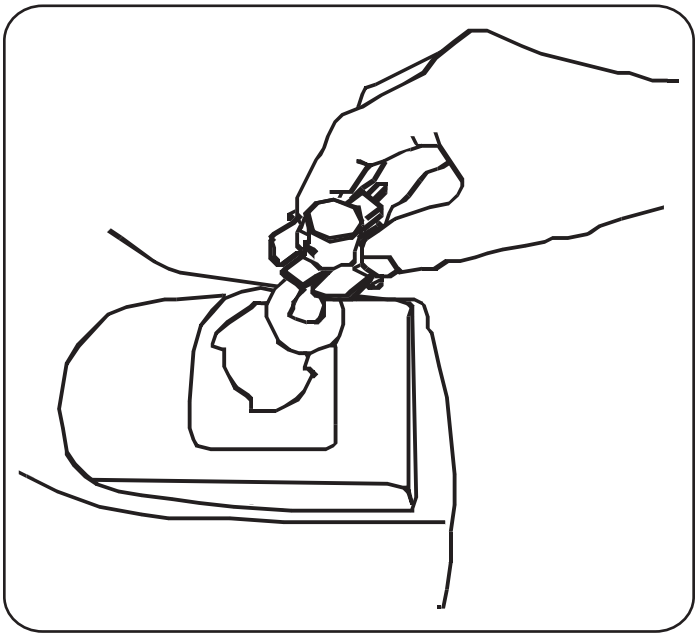

Figura 22
3. Gire la boquilla conectora aproximadamente un ¼ de vuelta para alinear lengüeta con la muesca de la caja del reflector; luego retire el foco y la boquilla conectora de la caja del reflector. Consulte la Figura 22.
5. Alinee un poste de bloqueo del foco con la muesca de la boquilla, luego empuje el foco hacia adentro y gire hacia la derecha para bloquear. Consulte la Figura 22.